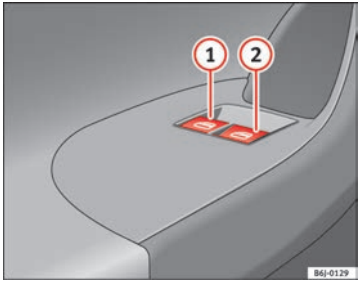

Fig. 50 Detail of the driver door: controls for the front windows.
Buttons ⇒ Fig. 50 (1) and (2) have two positions for opening the windows and two for closing them. This makes it easier to open and close windows to the desired position.